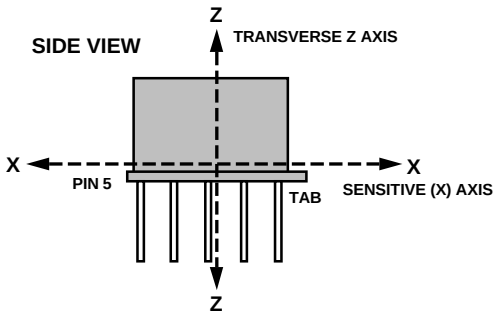

Figure 2a. Sensitive X and Transverse Z Axis
The ADXL50 responds to the component of acceleration on its sensitive X axis. Figures 2a and 2b show the relationship between the sensitive "X" axis and the transverse "Z" and "Y" axes as they relate to the TO-100 package.
Sensitive Axis (X): The most sensitive axis of the accelerometer sensor. Defined by a line drawn between the package tab and Pin 5 in the plane of the pin circle. See Figures 2a and 2b.